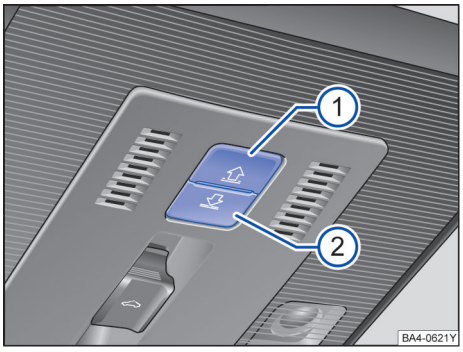

图 68 在顶篷中：遮阳卷帘的按钮
按钮→图 68 ① 和 ② 设有 2 挡位置。1 挡位置：可完全或部分打开或关闭遮阳卷帘。